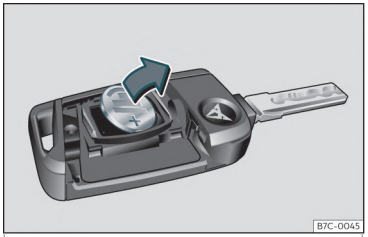

Fig. 73 Cheia automobilului: scoaterea bateriei.
• Extrageți bateria din compartimentul său folosind un obiect subțire adecvat››› **fig. 73** .
• Așezați bateria nouă în compartiment conform››› **fig. 73** , apăsând în sensul opus celui indicat de săgeată ››› ❗.